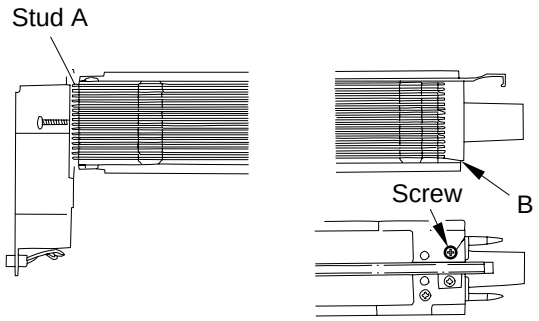

Figure 4-331
6) Hook the loop on the stud A shown in Figure 4-331.